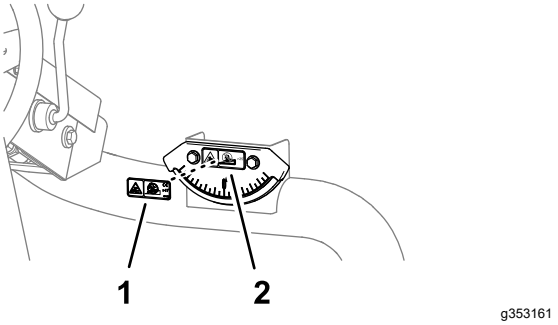

**Figur 39**
1. Torka av lutningsdekalen på lutningsindikatorn med alkohol och låt dekalen torka (Figur 39).
2. Ta bort skyddspapperet och fäst CE-dekalen för lutningsrisk på lutningsdekalen på lutningsindikatorn (Figur 39).